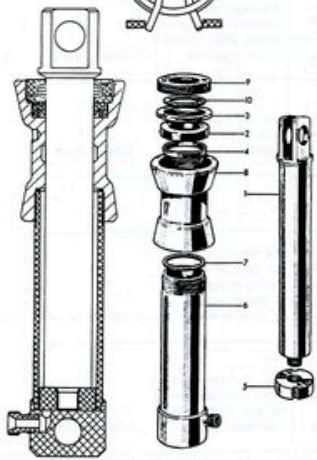

Fig. 251 - Martinello per sollevatore idraulico.
3) due martinelli di sollevamento (fig. 251);